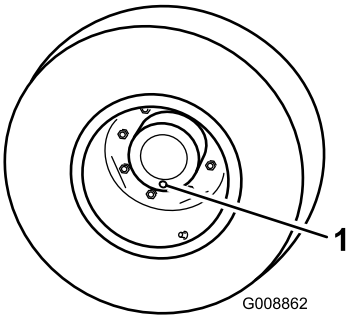

Figur 58
1. Når maskinen er parkeret på en plan flade, placeres et hjul, så en kontrolprop er i den lavest mulige position (klokken 6) (Figur 58).